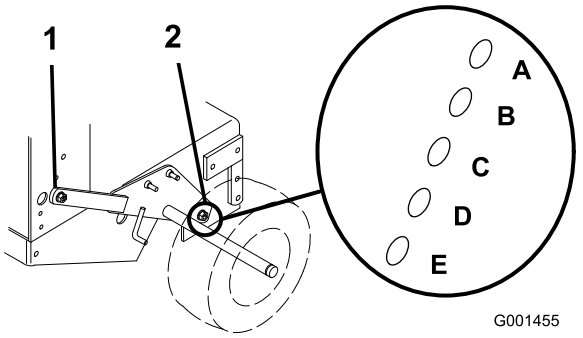

Figura 18
3. Afloje, pero no retire, los 2 pernos de pivote del eje y los 2 pernos de ajuste del eje (Figura 18).
4. Coloque un gato debajo del bastidor del motor, en el centro de la parte trasera. Eleve la parte trasera del bastidor del motor lo suficiente para poder retirar los 2 pernos delanteros de ajuste del eje (Figura 18).
5. Eleve o baje el bastidor del motor con el gato para poder instalar los 2 pernos de ajuste delanteros del eje en los taladros deseados (Figura 18).